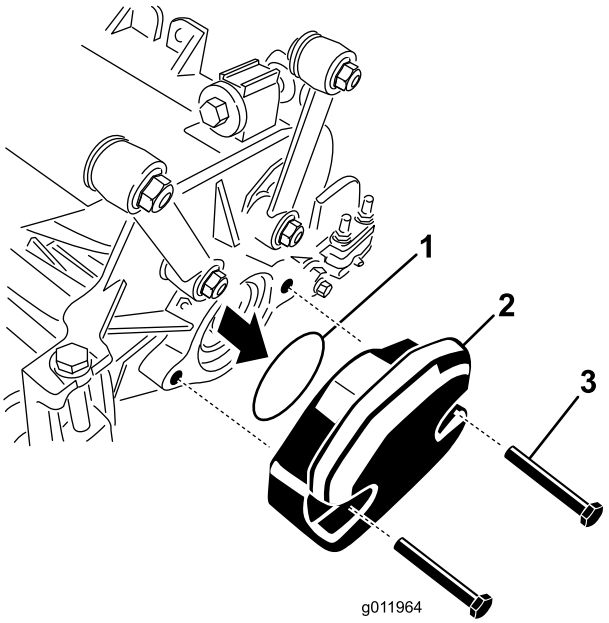

Figur 23
2. Ta bort vikten och o-ringen (Figur 23) på insidan av den högra klippenheten.